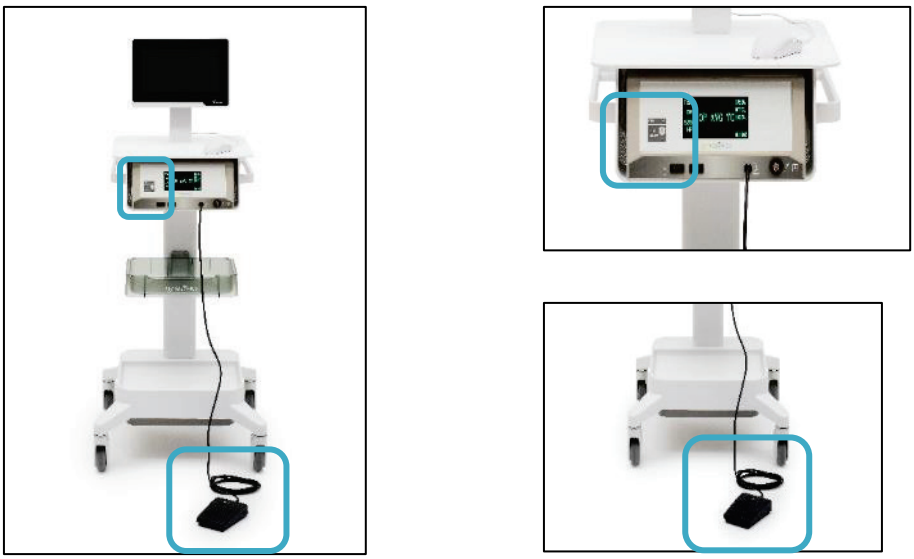

Figure 4-29. To manually stop RF energy, step on Footswitch or press RF Generator ON/OFF button.
Once the system in in READY mode, the RF ablation does not begin until activated by stepping on the Footswitch or pressing the RF ON/OFF button on the front of the RF Generator, see Figure 4-29.
- To activate RF energy, momentarily step on the Footswitch one (1) time or press the RF ON/OFF button on the front of the RF Generator, see Figure 4-29. The RF Generator will then apply RF energy to the tissue through the Introducer and Needle Electrodes.
- If the patient moves or the Operator's hand position has changed, the Thermal Safety Border may be crossing over the serosal margin. Immediately stop the RF ablation, retract Needle Electrodes, retract Introducer, and retarget, see Figure 4-29.
- To stop the RF ablation at any point, step on the Footswitch or press the RF ON/OFF button on the RF Generator, see Figure 4-29.